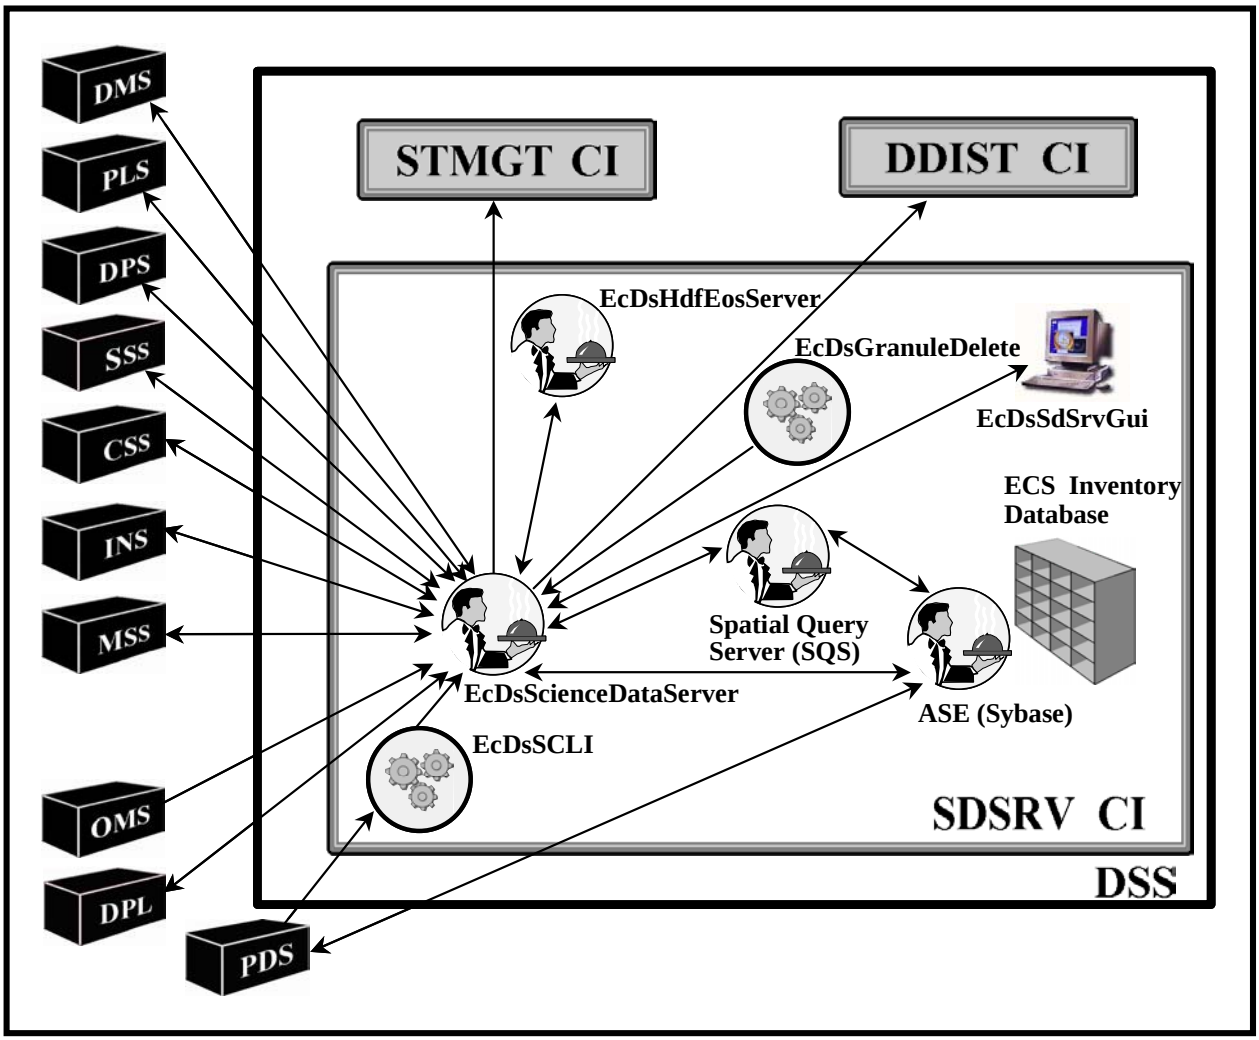

Figure 5. DSS Science Data Server (SDSRV) CSCI Architecture
- SDSRV (Figure 5) is the part of the DSS that manages and provides user access to collections of non-document Earth Science data.